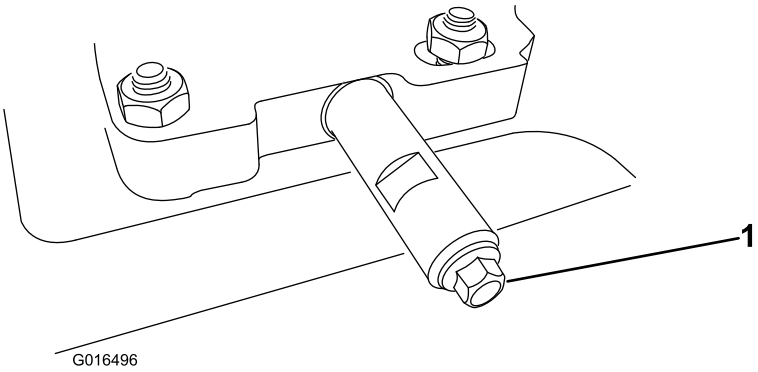

Figur 47
1. Rengjør området rundt oljetappepluggen (Figur 47).